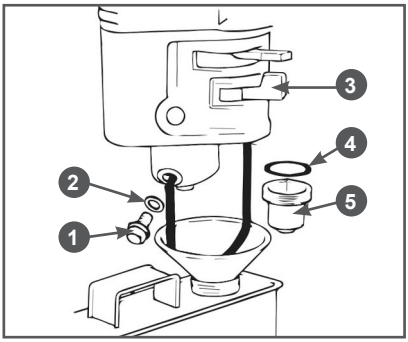

Рис. 17 Обслуживание фильтра-отстойника
1. Установите рычаг топливного крана 3 (Рис. 17) в положение «ЗАКРЫТО».
3. Открутите болт 1 сливного отверстия и слейте топливо из поплавковой камеры карбюратора (Рис. 17).
4. Открутите стакан отстойника 5, вылейте из него топливо в заранее подготовленную емкость (Рис. 17).
1. Слейте топливо из топливного бака и карбюратора (Рис. 17).